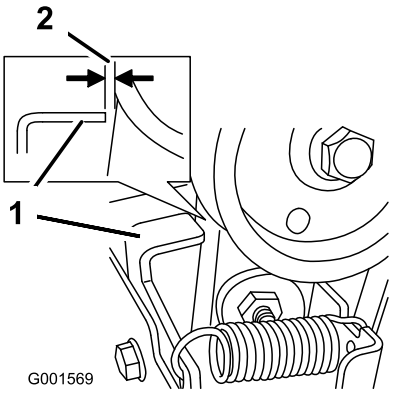

Figure 47
3. With the auger/impeller lever disengaged, ensure that the gap between the auger clutch assembly and the tab is 1.5 mm (1/16 inch) as shown in Figure 47.